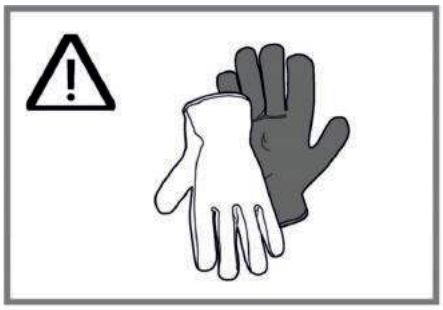

Abb. 6
- Benutzen Sie Arbeitshandschuhe, da scharfe Kanten zu Verletzungen führen können(Abb. 6).